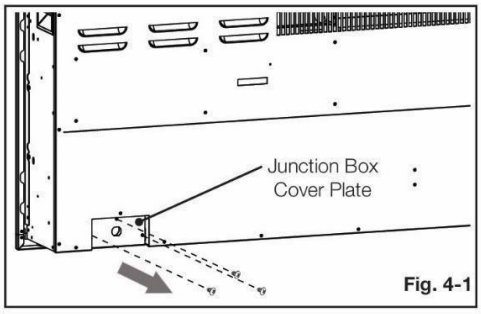

Fig. 4-1
- Quite los 3 tornillos de seguridad de la placa de cubierta de la caja de empalmes, ubicada en la parte inferior izquierda trasera del aparato (Fig. 4-1).